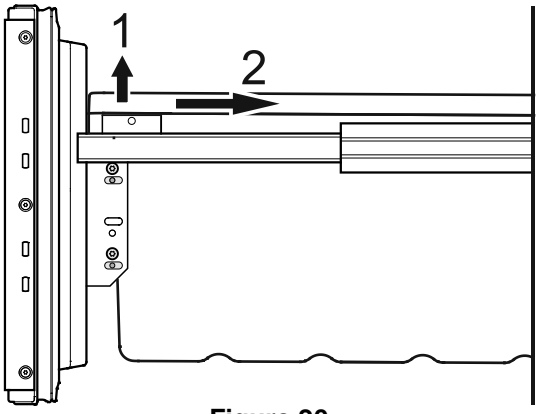
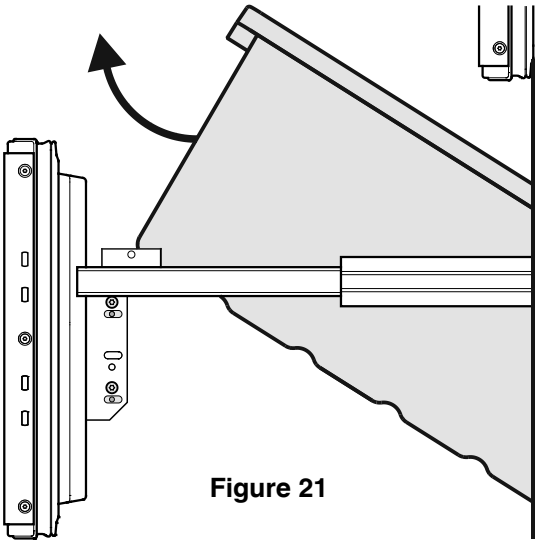

Figure 20
Figure 21
- Unlatch the container on the left and right corners by pulling upwards (1) **- Figure 20.**
- Slide the container backwards (2) **- Figure 20**.
- Tilt the container at an angle and remove **- Figure 21.**
- Remove the freezer drawer containers as shown in **Figure 20** and **Figure 21**.